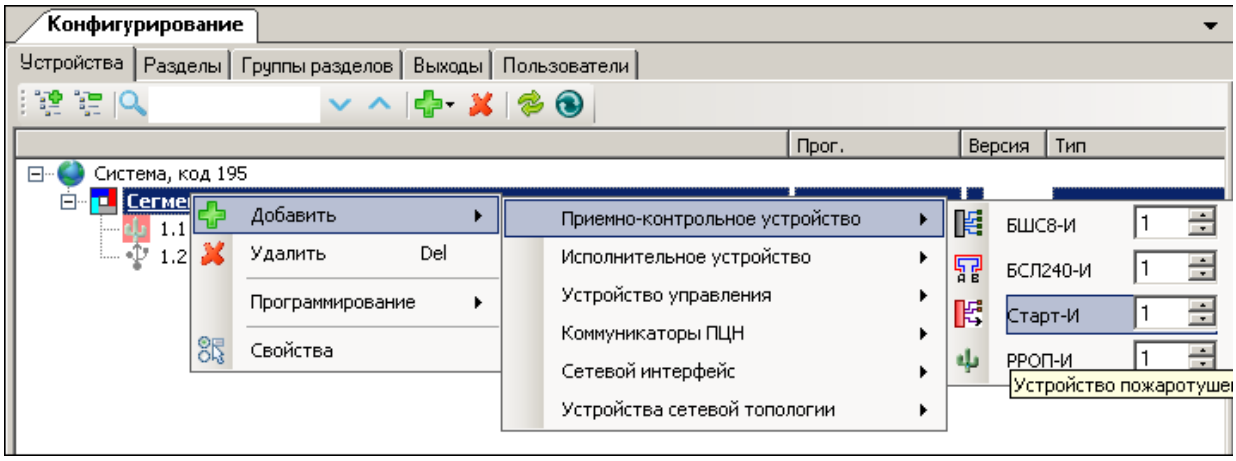

Рис. 29
1. Добавить Старт-И в один из сегментов системы (рис. 29).